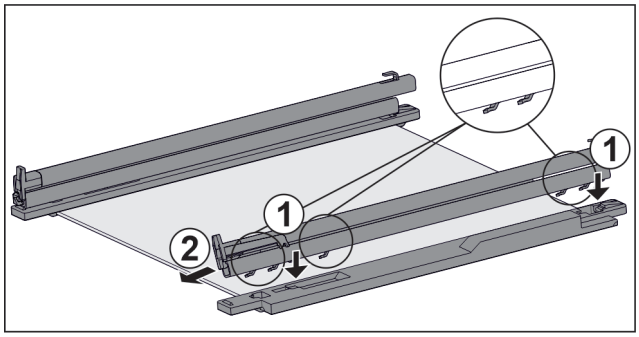

Fig. 160 Placă de sticlă cu șine și piese de fixare
▶ Așezați cârligele șinei pe deschiderile piesei de fixare din **stânga**. *Fig. 160 (1)*
▶ Trageți șina în față. *Fig. 160 (2)*
▶ Așezați cârligele șinei pe deschiderile piesei de fixare din **dreapta**. *Fig. 160 (1)*